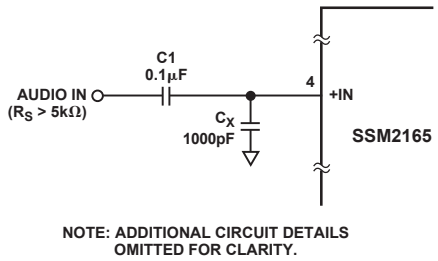

Figure 7. Circuit Configuration for Use with High Impedance Signal Sources
4. When using high impedance sources, it can be advantageous to shunt the source with a capacitor to ground at the input pin of the IC (Pin 4) to lower the source impedance at high frequencies, as shown in Figure 7. A capacitor with a value of 1000 pF is a good starting value and sets a low pass corner at 31 kHz for 5 kΩ sources.